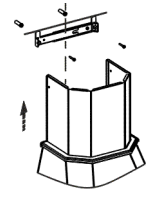

рис. 8
- сделайте отметку по верхнему краю фальштрубы и проведите горизонтальную линию рис. 8 (фальштрубу опустите внутрь вытяжки);
- приложите кронштейн к стене, как показано на рис.8;